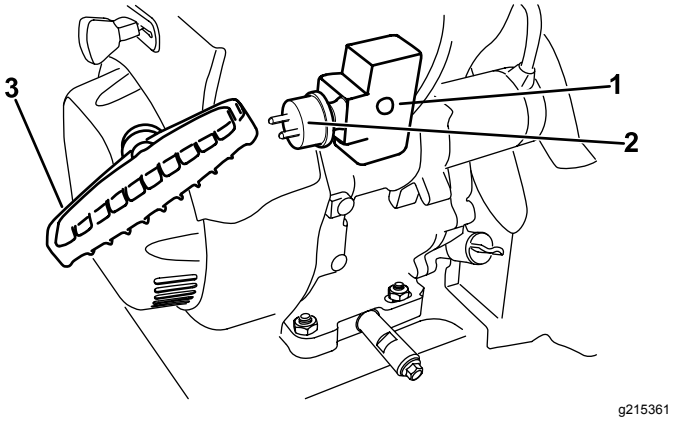

Rysunek 24
7. Uruchom maszynę, pociągając za rozrusznik linkowy lub naciskając przycisk rozrusznika elektrycznego (Rysunek 24).